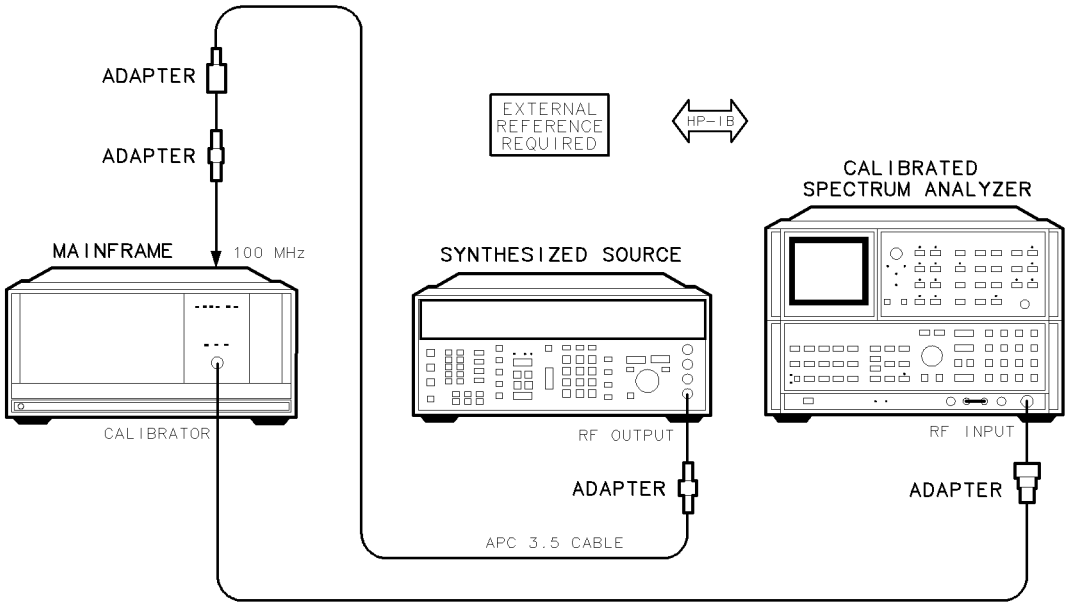

Figure 7-28. External Reference Test Setup
1. Connect the HP 8566B spectrum analyzer's RF INPUT to the DUT's CALIBRATOR using the adapter as shown in Figure 7-28.
2. Connect the HP 8663A synthesized signal generator's RF OUTPUT to the DUT's 100 MHz rear-panel input using the adapters and the APC 3.5 cable, as shown in Figure 7-28.